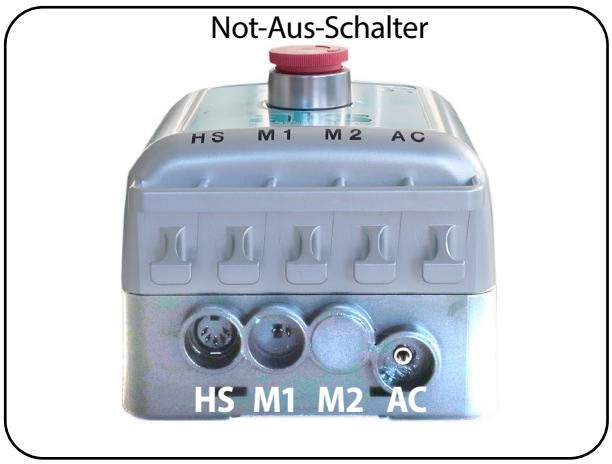

Abb. 7.01 – Steuereinheit
1. Überprüfen Sie die Steckverbindungen an der Steuereinheit (Abb. 7.01):
3. Entriegeln Sie den Not-Aus-Schalter (Abb. 7.01), falls er gedrückt ist, durch Verdrehen im Uhrzeigersinn (Pfeilrichtung); siehe Kapitel Bedienung Abschnitt **Not-Aus-Schalter**.